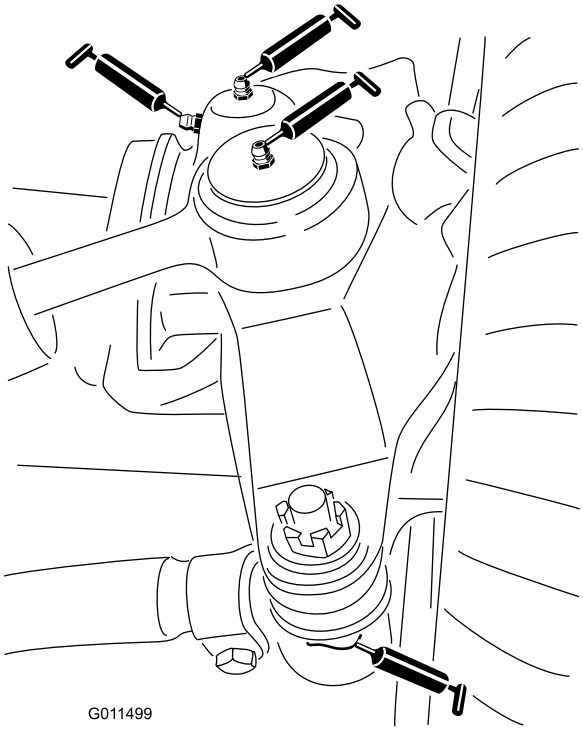

Figur 37
- Styrcylinderns kulleder (2) (Figur 37)
- Fästanordningarnas kulleder (2) (Figur 37)
- Axeltappsbussningar (2) (Figur 37).